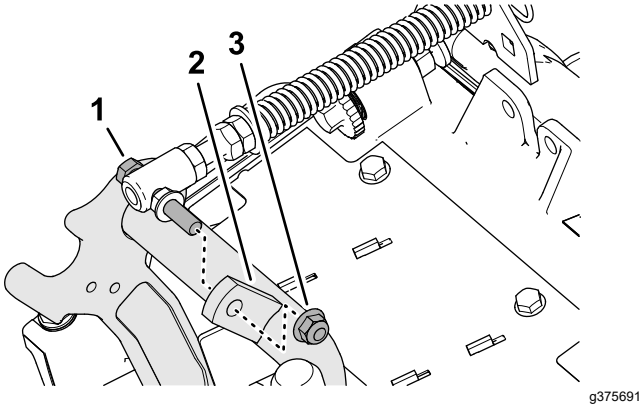

Figuur 12
3. Verwijder de flensborgmoer (⅜") waarmee de tapbout van de gazoncompensatieveer is bevestigd aan de rechterlip van het draagframe, en verwijder de compensatieveer van de maai-eenheid (Figuur 12).